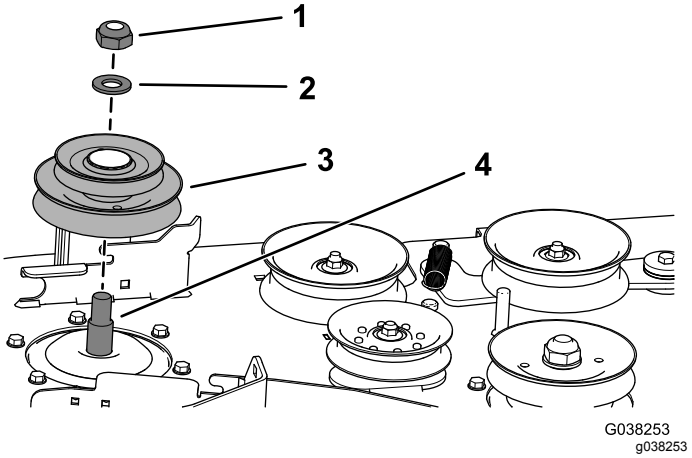

Rysunek 11
A. Za pomocą nakrętki zabezpieczającej (¾ cala) z podkładką zamocuj nowe podwójne koło pasowe do wału prawego wrzeciona (Rysunek 11).